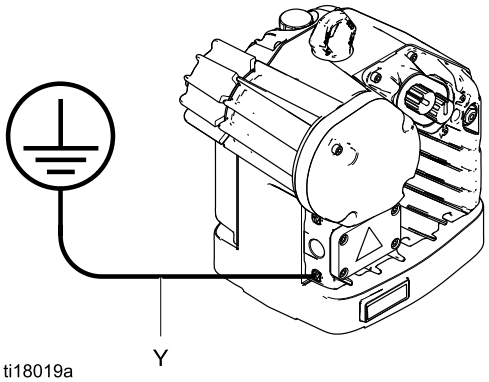

Figure 4 Fil de terre
1. **Pompe :** consultez la Fig. 4. Desserrez la vis de mise à la terre et branchez un câble de mise à la terre. Serrez bien la vis de terre. Raccordez l'autre extrémité du fil à une véritable prise de terre.